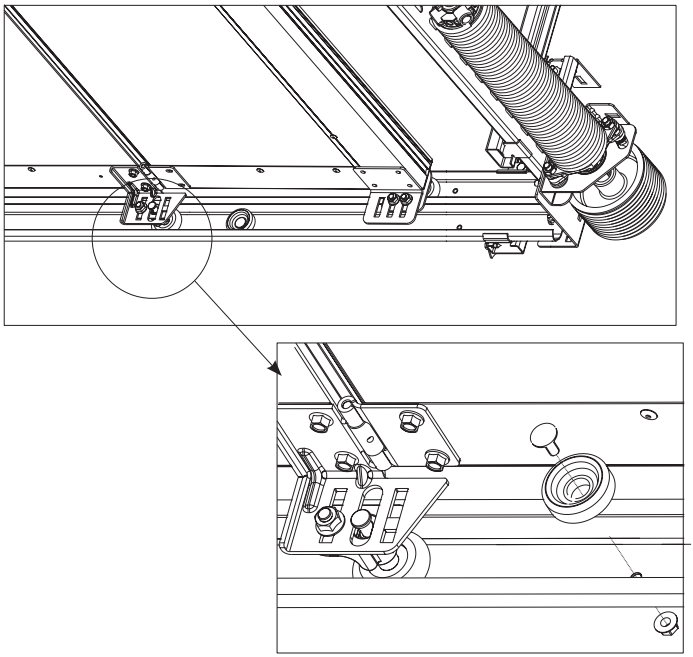

*Рис.42*
- установить демпфер и закрепить его при помощи болта М6х16 с полукруглой головкой и гайки (рис. 42). Ограничители хода устанавливаются на левой и правой направляющих.